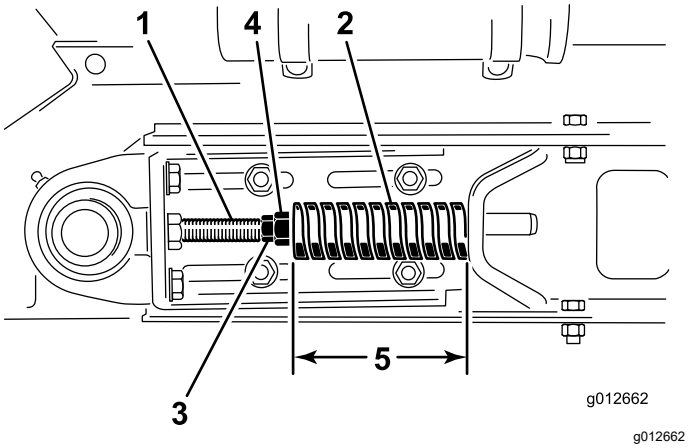

**Figur 25**
3. Lossa den bakre kontramuttern (Figur 25).